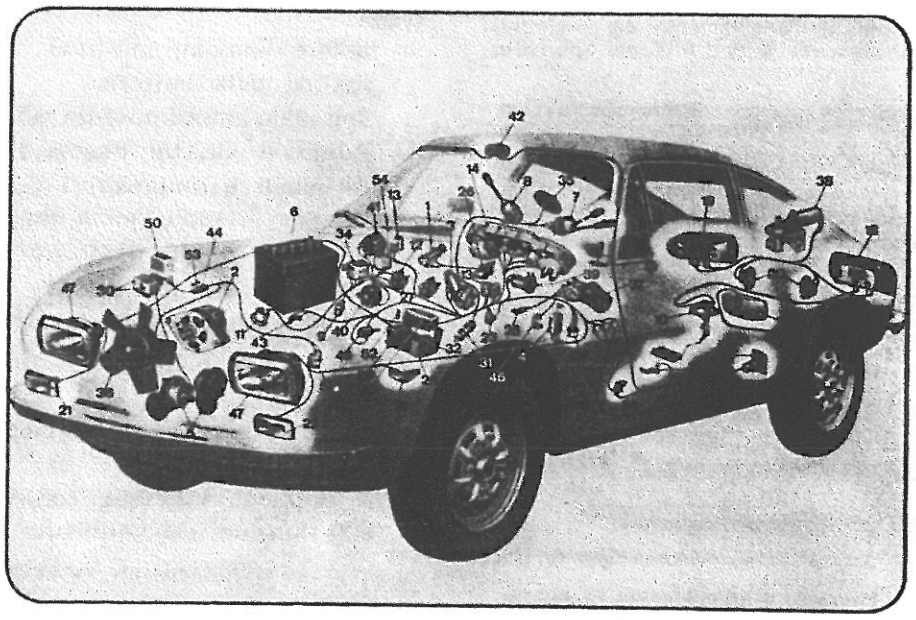

**Fig. 14 2/2 - Schema impianto elettrico** (dal Catalogo parti di ricambio)
**(Part. n. 48 di fig. 14 2/2)**
**(Particolare n. 20 di fig. 14 2/2)**